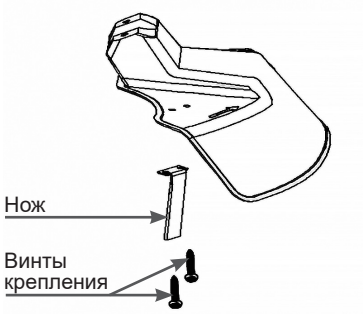

Рис. 2 Установка ножа для обрезки корда
2. Установите нож для обрезки корда на защитный кожух и зафиксируйте его винтами крепления (Рис. 2).